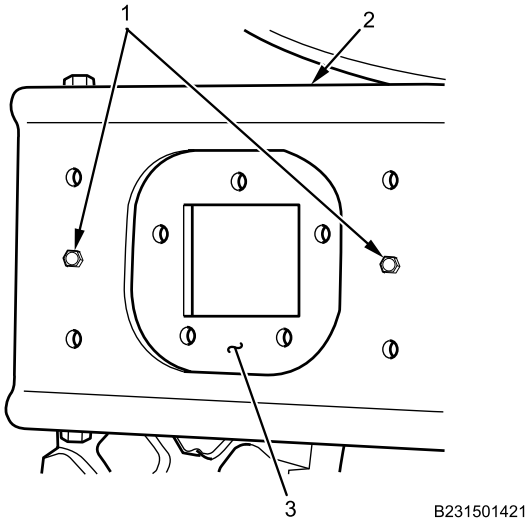

Figure 5. Right Front Turn Signal and Parking Light Panel Mount.
12. Remove four bolts (Figure 5, Item 1) from bumper (Figure 5, Item 2).
13. Remove turn signal and parking light panel mounts (Figure 5, Item 3) from bumper (Figure 5, Item 2).